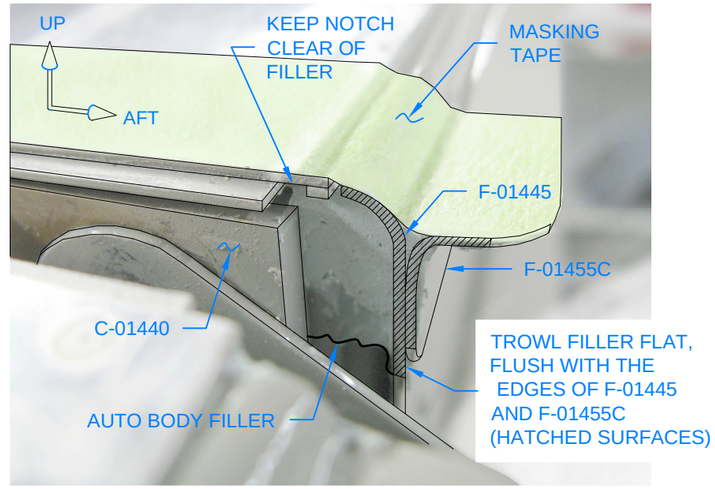

FIGURE 1: FILLING THE HINGE SEAL VOID
Step 1: Apply masking tape along the left and right edges of the canopy hinge slots as shown in Figure 1.
Step 2: Use auto body filler to fill the voids between the F-01455 Sub Panel and C-01440 Canopy Hinge Brackets as shown in Figure 1.